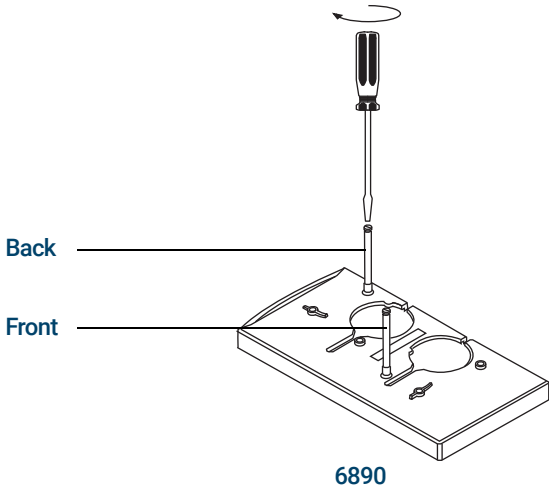

Figure 17. Installing the mounting post(s) (6890 GCs)
- **6890 Series GC**. Install into the inlet cover in the front or rear location, as desired. The post must be turned all the way down (**Figure 17**).